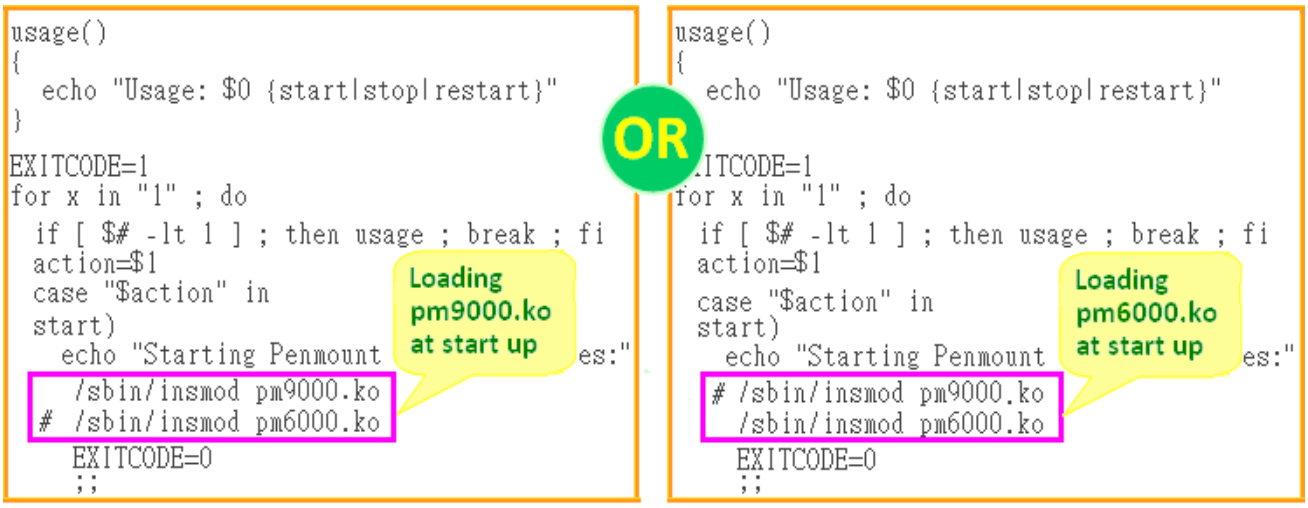

Fig. 10-15
Step 1: Open a **"Xterm windows"** by clicking the Start button and then clicking Xterm. At the Command Prompt, enter the command '**cat /etc/init.d/penmount_serial**' to check that the penmount serial driver has been mounted from **/etc/init.d/penmount_serial**, as illustrated in Fig. 10-15.